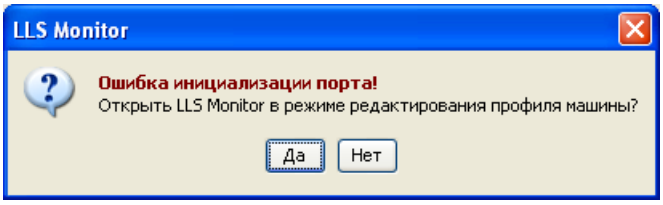

Рисунок 11
3) В случае если появилось сообщение: «Ошибка инициализации порта» (Рисунок 11), нажать «Нет» и изменить настройки подключения к изделию (п. 3.5.1).